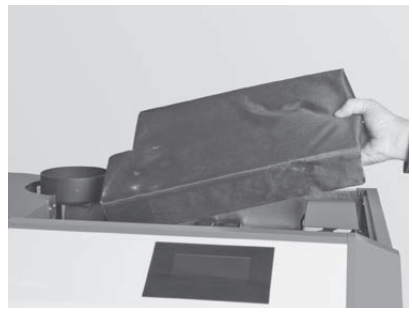

Fig. 93 Rimuovere l'isolamento
- ▶ Togliere l'isolamento dal coperchio delle superfici riscaldanti – Fig. 93.